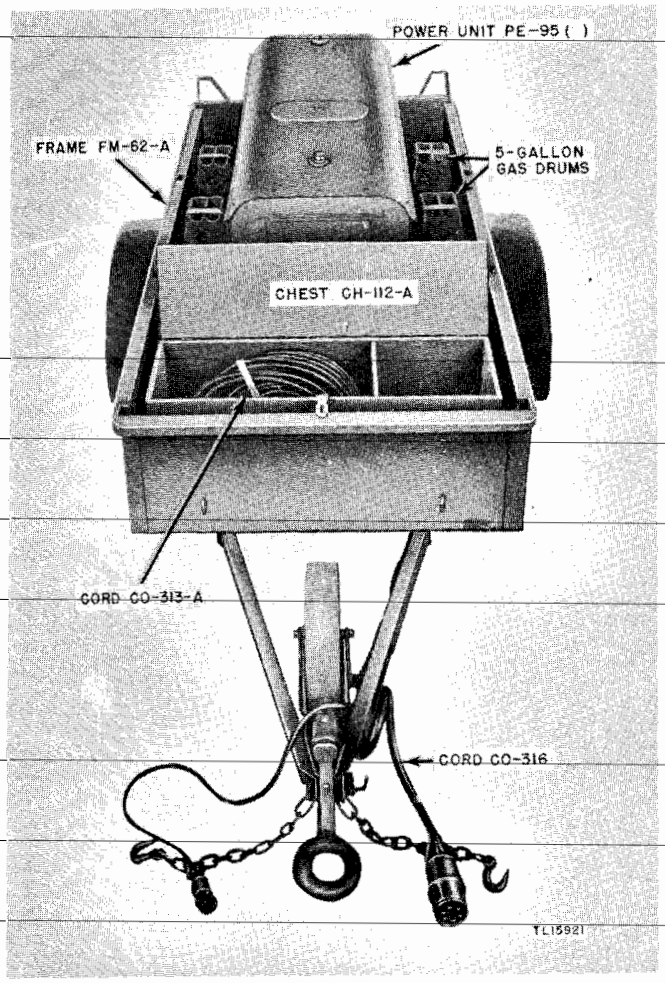

Figure 10. Power Unit PE-95-( ), installed in Trailer K-52-( ).
a. Installed in Trailer K–52–( ). (See fig. 10.)